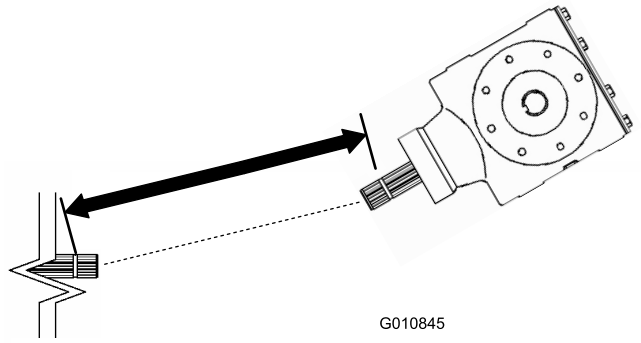
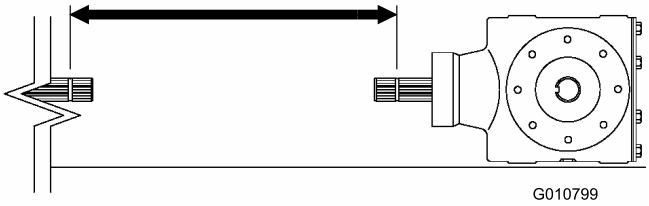
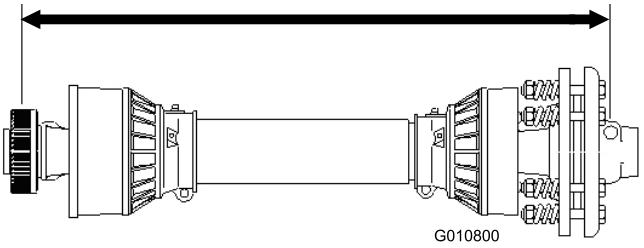

Figur 12
Figur 14
Figur 15
3. Mät avståndet från låsskåran i änden av traktorns kraftuttagsaxel till låsskåran på kraftuttagsaxeln på luftarens växellåda (Figur 12). Notera avståndet. Exempel: 67 cm.
5. Mät avståndet från låsskåran i änden av traktorns kraftuttagsaxel till låsskåran på kraftuttagsaxeln på luftarens växellåda (Figur 14). Notera avståndet. Exempel: 70 cm.
6. Mät avståndet från mitten på låspinnskulan i ena änden av kraftuttagsaxeln till mitten på låspinnen i den andra änden (Figur 15). Notera avståndet. Exempel: 81 cm.
7. Ta det minsta av de två avstånden i Figur 14 och Figur 12 och dra bort det avståndet från avståndet i Figur 15. Exempel: 81 cm minus 67 cm är lika med 14 cm.